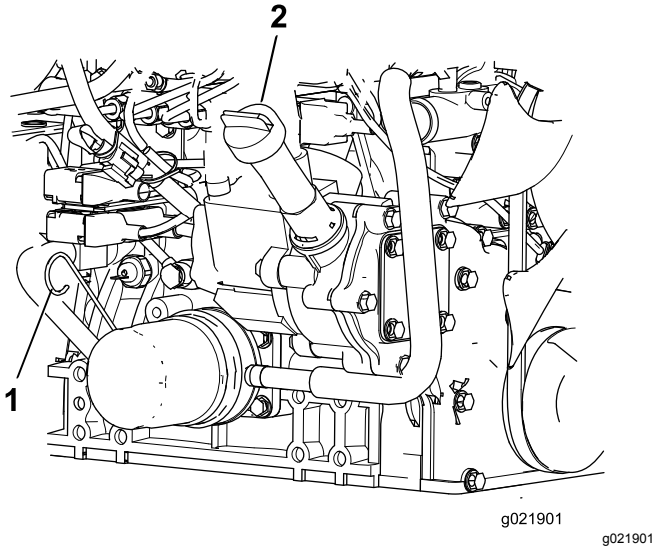

Figuur 82
3. Verwijder de peilstok uit de buis, veeg deze schoon en plaats de peilstok weer in de buis. Haal de peilstok er weer uit. Het oliepeil moet zich tussen de VOL- en BIJVULLEN-markering bevinden (Figuur 82).
4. Als het oliepeil te laag is, moet u de vuldop verwijderen en olie bijvullen tot het peil zich tussen de VOL- en BIJVULLEN- markering bevindt (Figuur 82).